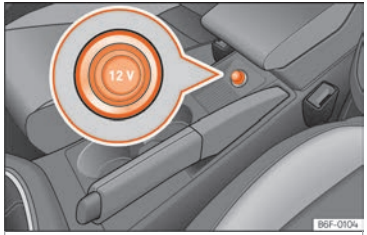

Fig. 125 Tomada de corrente dianteira.
- Retire a tampa da tomada de corrente situada na consola central ››› Fig. 125.